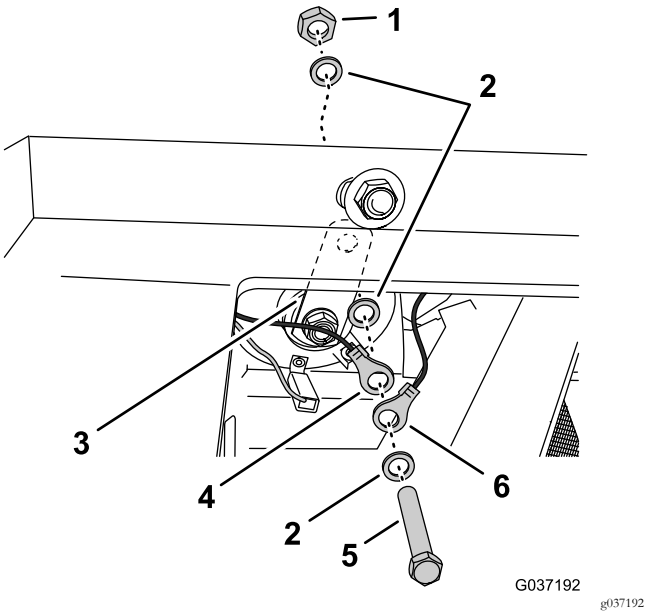

Figur 22
4. Ta bort skruven, brickorna och muttern som fäster maskinkablagets ringkoppling och signalhornets fäste (Figur 22).